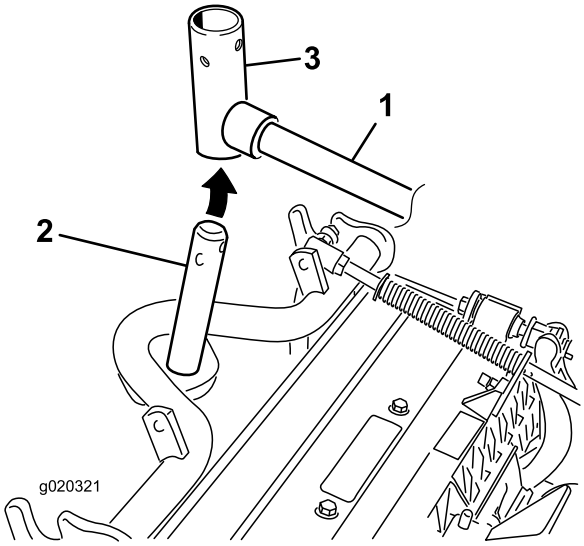

Figur 7
8. Vid montering av de främre klippenheterna ska en klippenhet skjutas in under lyftarmen samtidigt som bärramens axel förs upp och in i lyftarmens svängok (Figur 7).
B. Sätt i lyftarmens ok i bärramens axel (Figur 7).